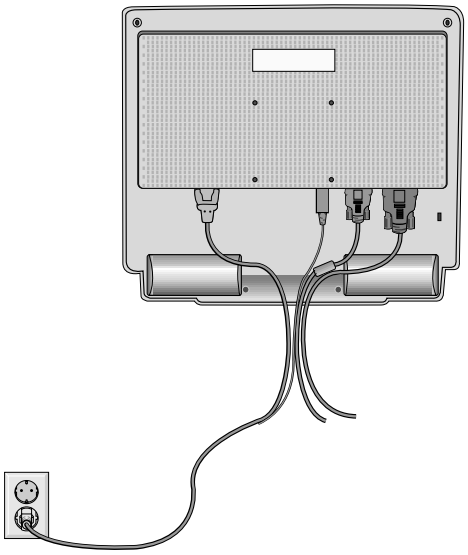

Figure R.4
6. Branchez le cordon CA, le câble de signal et le câble audio à l'arrière du moniteur (**Figure R.4**).